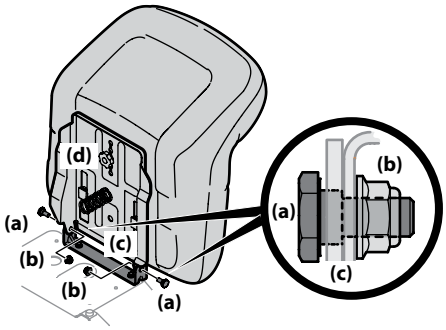

Figura 2-8
6. Instale los dos pernos con reborde (a) y las tuercas de seguridad (b) que extrajo del soporte de montaje del asiento (c) en el Paso 1. Consulte la Figura 2-8.
7. Para ajustar la posición del asiento, extraiga la perilla de ajuste (d) que está ubicada en la parte inferior del asiento. Deslice el asiento hacia adelante o hacia atrás, según lo desee. Vuelva a ajustar el perno de ajuste (d). Consulte la Figura 2-8.